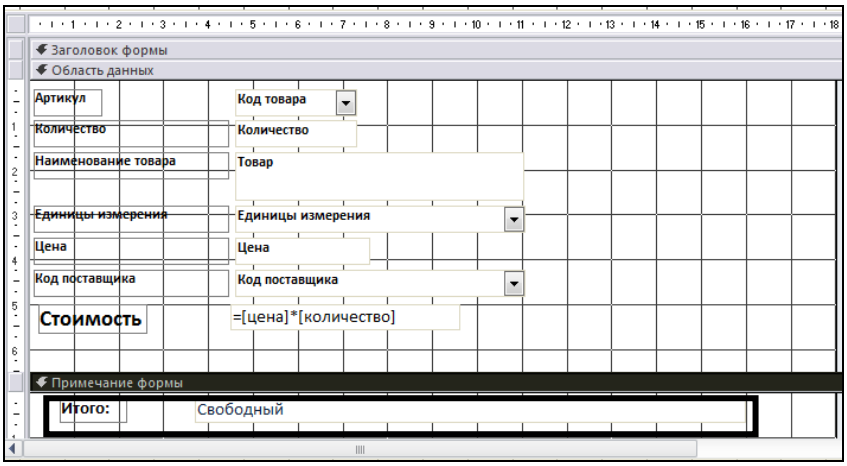

Рис. 3.35. Подпись для поля
3. Вместо текста *Поле19:* записывается подпись *Итого*: (рис. 3.35).